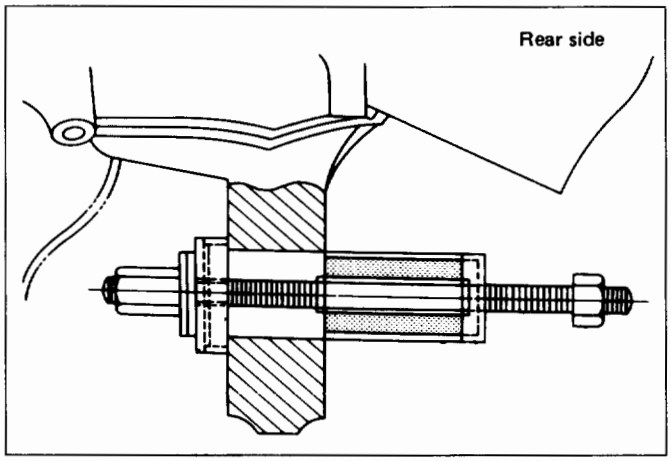

Fig. 3C-33
13. Bushing, front (Fig. 3C-34)